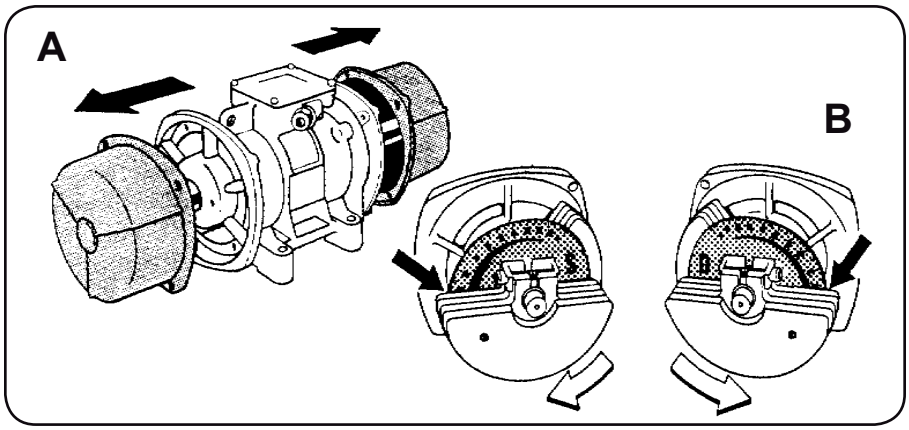

Rysunek 29
W aplikacjach, w których kierunek obrotów ma znaczenie i należy go ustalić (Rysunek 29)
- Zdjąć pokrywę mas (rys. 29, część A)